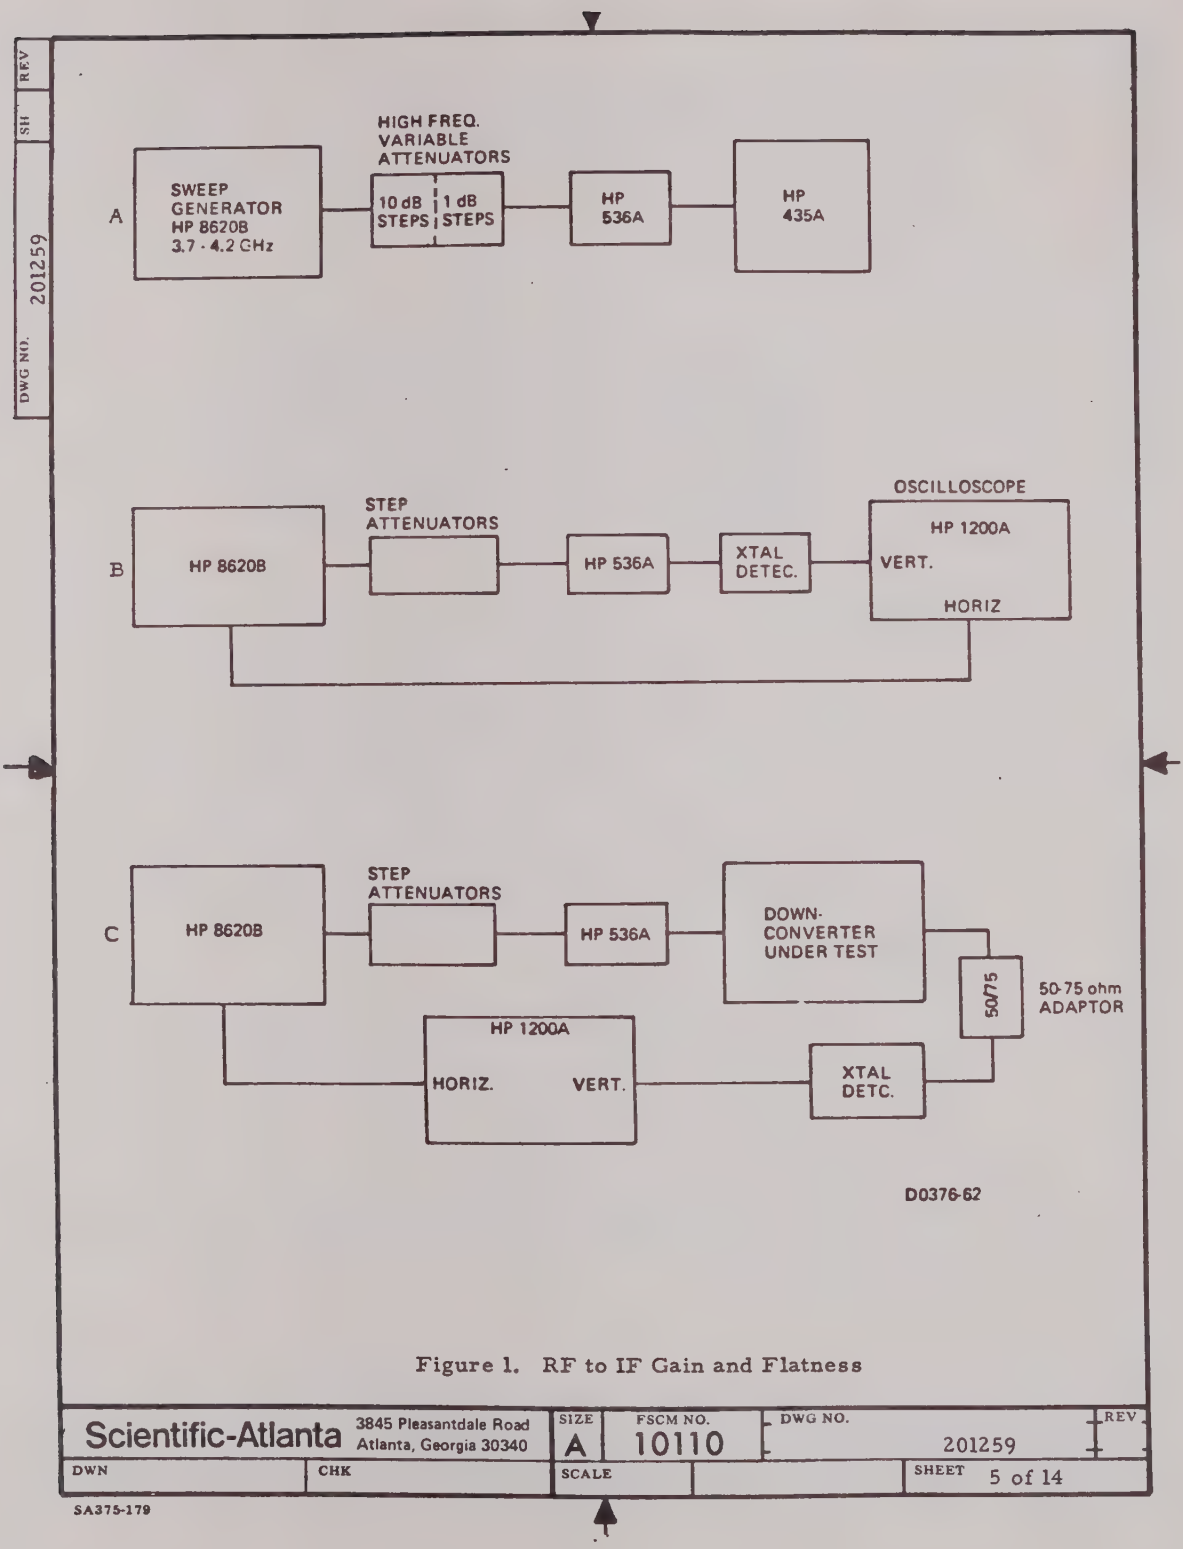

Figure 1. RF to IF Gain and Flatness
b. Connect the test equipment as shown in figure 1 (A). With the step attenuator set to 0, adjust the CW output of the sweep generator (at an approximate frequency of 4 GHz) for a 0 dBm reading on the power meter.
c. Connect the test equipment as shown in figure 1 (B). Switch in 20 dB of attenuation with the step attenuators. Adjust the sweep generator for a sweep
d. Connect the test equipment as shown in figure 1 (C). Set the attenuators to 34 dB. Set the sweep generator to the designated mid frequency. Insure that the reference frequency to the first LO is correct to receive the sweep generator signal. If the signal trace returns to the top graticule with the base line trace on the bottom graticule, the downconverter is providing exactly 20 dB of gain. (The -34 dBm input signal together with the -6 dB loss of the 50- to 75-ohm adaptor creates an effective -40-dBm signal.) By increasing or decreasing the attenuator in 1 dB steps until the signal trace is along the top graticule line the actual gain of the downconverter can be determined.